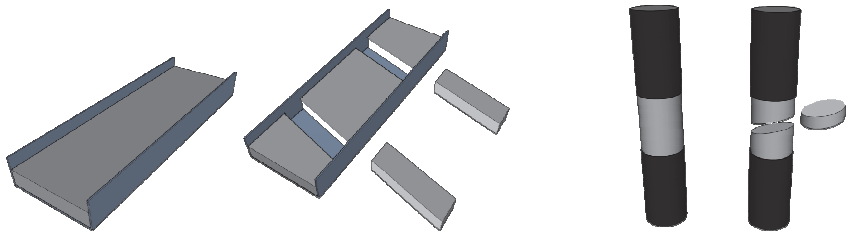

Figure 2. Whole stream taken
- Taking the whole stream part of the time. Figure 2
As mentioned by many authors, it is impossible to take a sample, or correct sample, using static cutters (figures 2 or 3), it will be always biased due the Incorrect Delimitation Error. No metallurgical account can be carried out based on the results from that collected material.